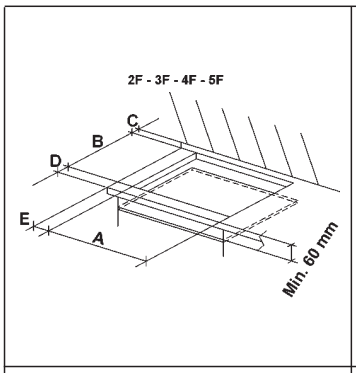

FIG. 7
Der skal i køkkenelementet laves en åbning til indbygning af kogetoppen, som angivet i mm i figur 7. Vær opmærksom på, at de kritiske afstande mellem kogetoppen, sidevæggene, bagvæggen og de øvre vægge (se fig. 7 og 8) overholdes.
- For at undgå mulig kontakt med overfladen på kassen og den opvarmede top, når denne er i brug, skal der placeres en adskillelse i træ, som skal fastgøres med skruer med en afstand på mindst 60 mm fra toppen (fig. 7).